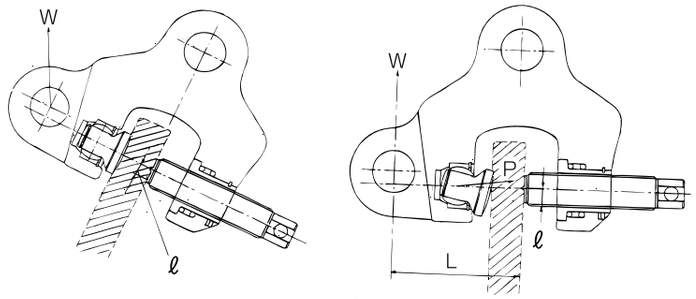

Fig. 2
2. When a steel plate is lifted or pulled in the direction of the line of force, as shown in Fig. 2, another clamping force is applied by the lever action, in addition to the clamping force described in Section 1. This force is also roughly 2 - 3 times the weight of the load being lifted or the pulling force applied. (All models)